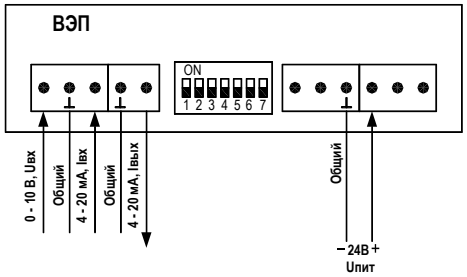

Рисунок 3.1 Схема подключения с управлением аналоговым сигналом.
- аналоговое, 4-20мА или 0-10В (схема подключения рис. 3.1);